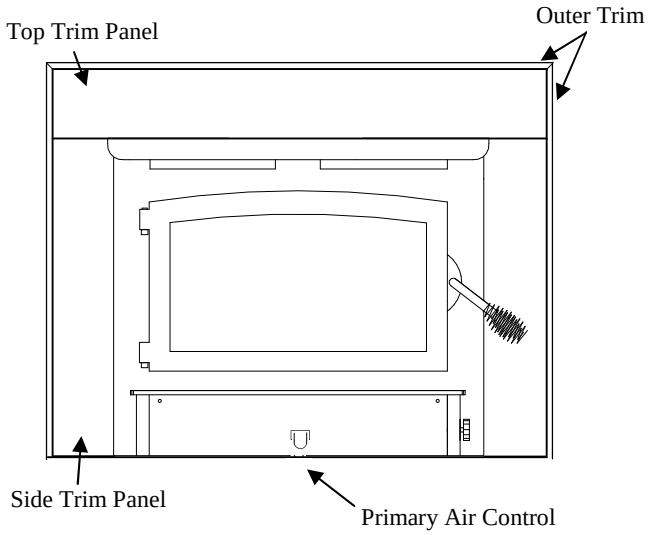

FIGURE 4
9. Obtain brass trim kit provided with insert kit and slip over top and sides of trim panels. Top ends of brass may need to be trimmed to fit (See Figure 4).
Primary Air Control: The primary air intake draft control is located at center of hearth. It is operated by moving handle **IN** to open (to allow air into the firebox) or **OUT** (to control or close off) air into firebox. (See Figure 4).